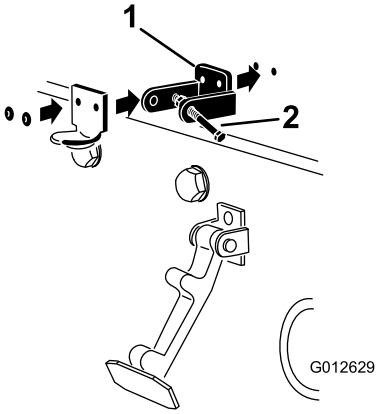

**Figur 6**
3. Placera CE-låsfästet och motorhuvsspärrfästet på motorhuven när du passar in monteringshålen. Låsfästet måste ligga mot motorhuven (Figur 6). Ta inte bort skruv- och mutterenheten från låsfästets arm.
5. Nita fast fästena och brickorna på motorhuven (Figur 6).